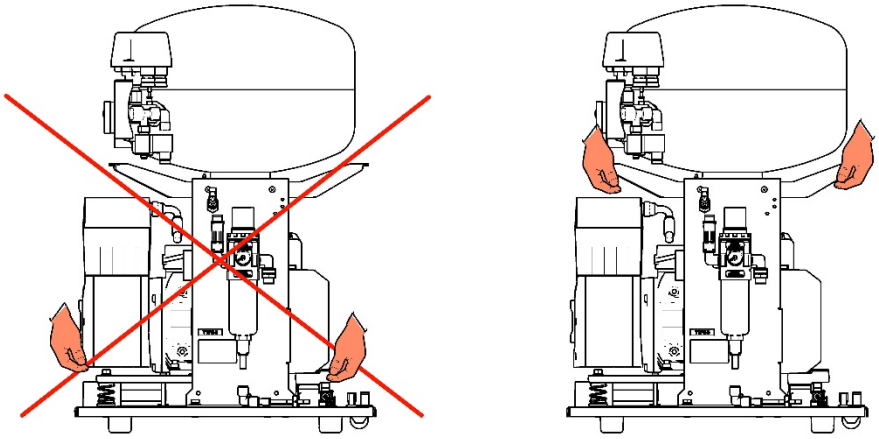

Abb. 5
- Stellen Sie den Kompressor am künftigen Einsatzort auf (Abb. 5).